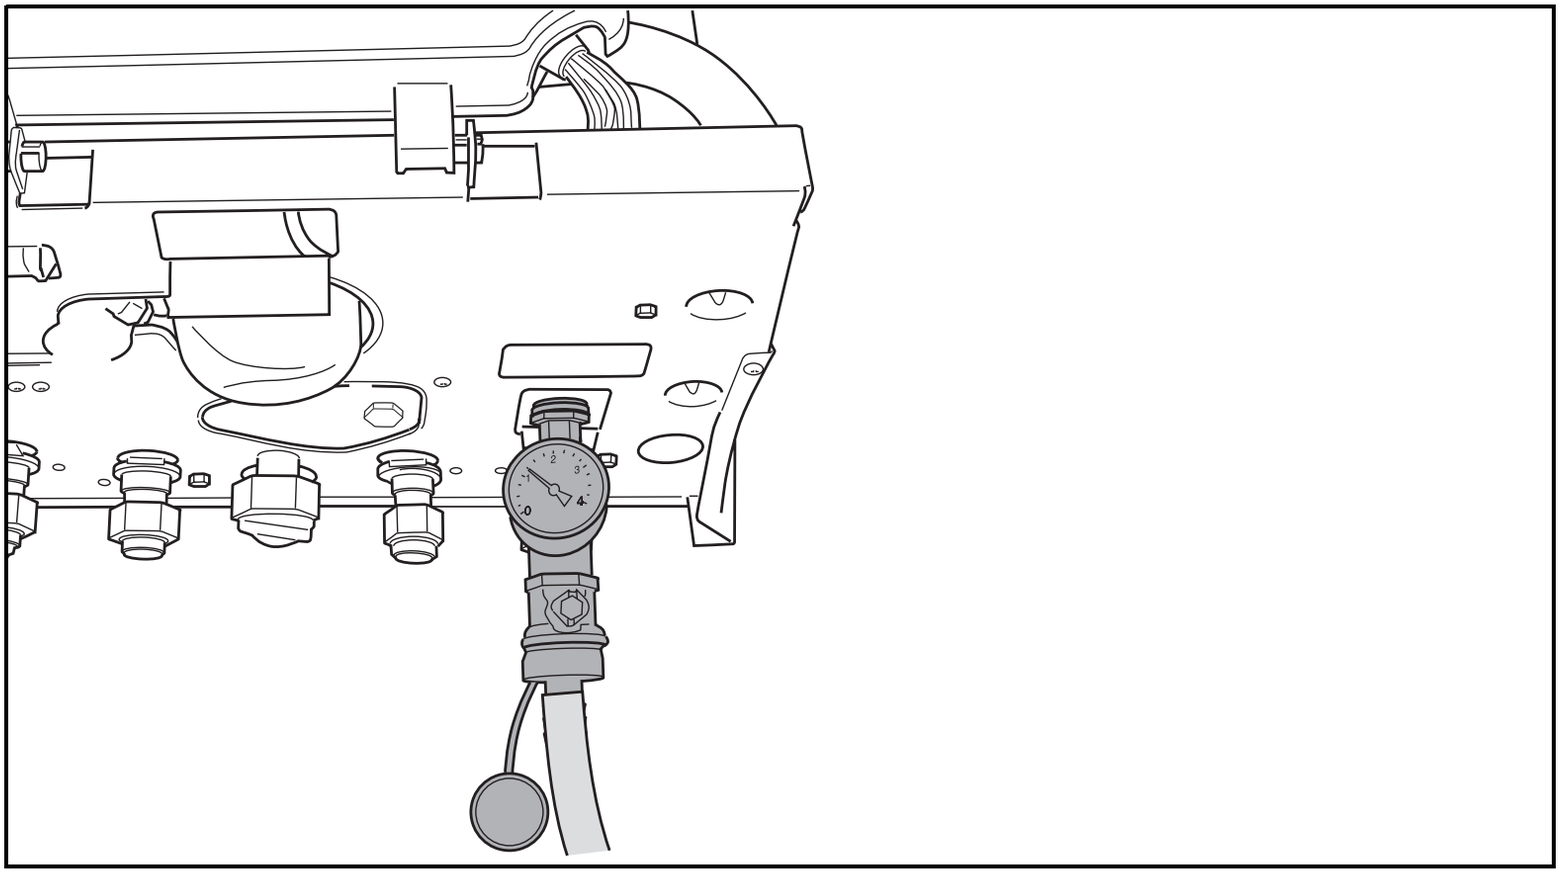

Figura 8 Vaciar instalación de calefacción
- Conecte la manguera en la llave de llenado del aparato (figura 8).